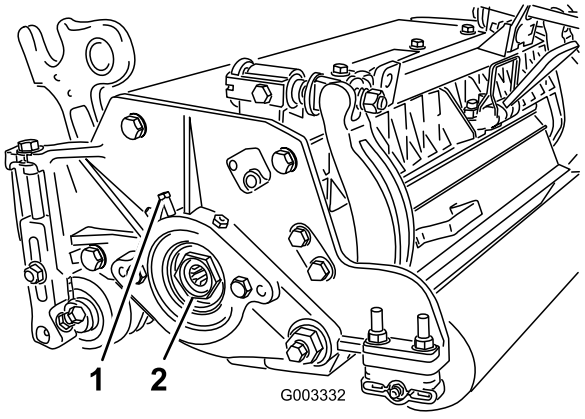

Figur 25
A. Lossa den yttre ställskruven som håller fast lagrets justermutter på lagerhuset som sitter på vänster sida av klippenheten (Figur 25).